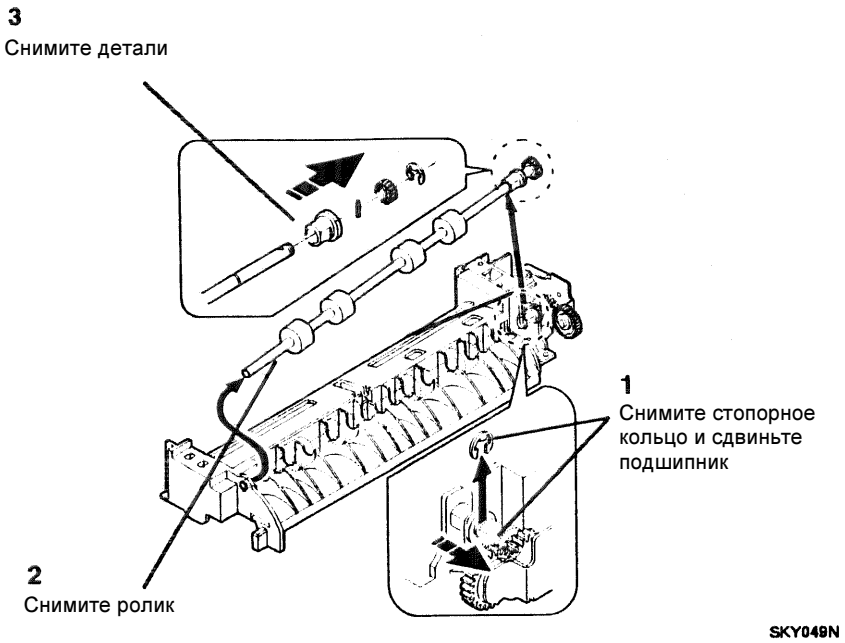

Рисунок 3. Снятие ролика транспортера
4. (Рисунок 3): Переверните обходной податчик и снимите ролик транспортера.